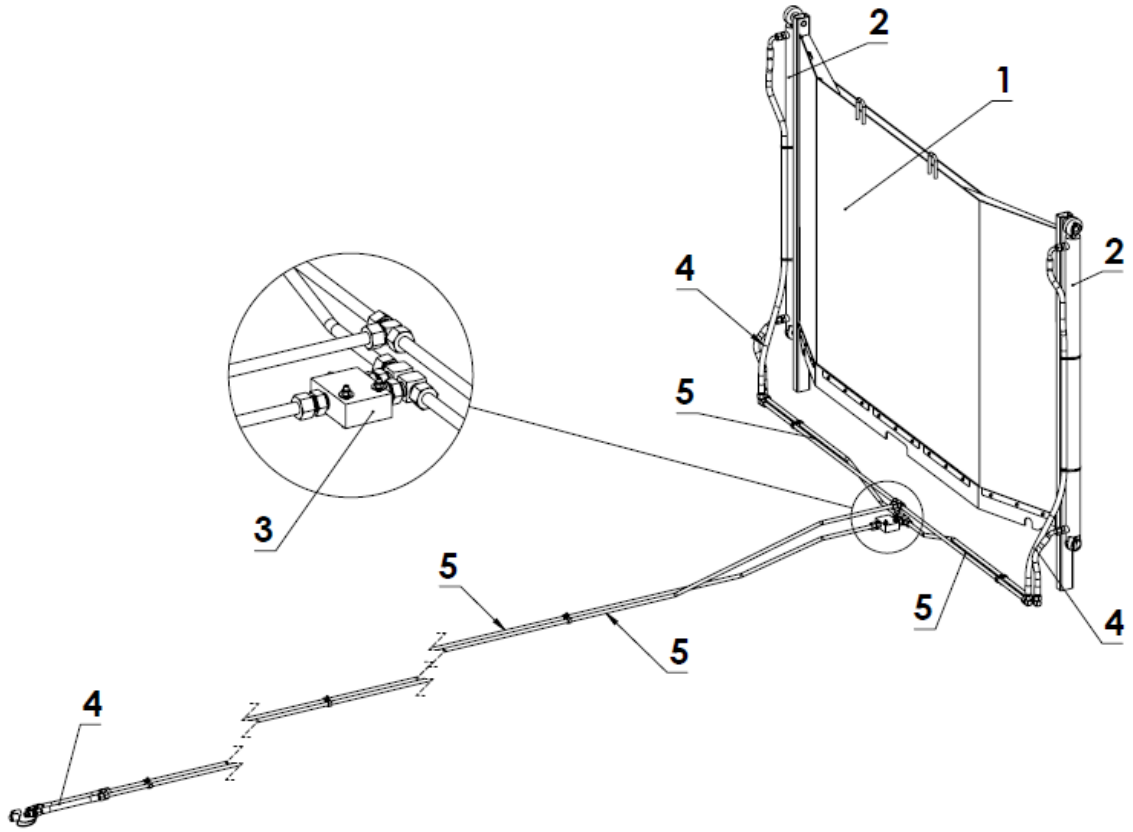

Rysunek 4.8. Budowa ściany tylnej hydraulicznej
Instalacja hydrauliczna ściany tylnej (Rys.4.8) służy do jej podnoszenia i opuszczania za pomocą siłowników hydraulicznych (2). Zadaniem ściany (1) jest umożliwienie lub zapobieganie przedostawania się materiału z wnętrza skrzyni do adaptera. Do ramy górnej zamontowano dzielnik strumienia (3) w celu równego podziału strumienia oleju między oba siłowniki i ich równomiernej pracy. Jego precyzja zależy od przepływu oleju, dlatego przy współpracy z różnymi ciągnikami może dochodzić do nieznacznego opóźnienia wysuwu jednego z siłowników.